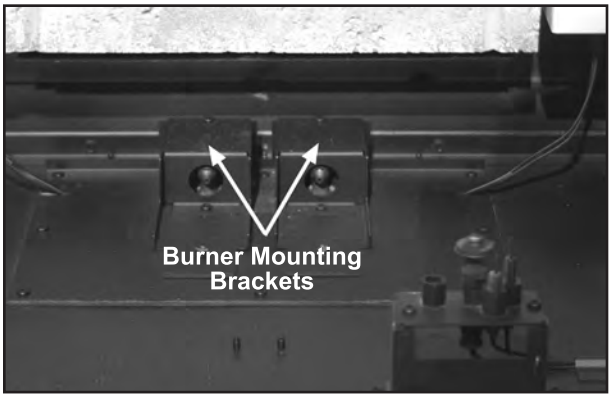

Figure 16: Burner Mounting Brackets.
2. In the bottom rear of the firebox there are two (2) gas orifices in a housing that facilitate the air shutter mechanisms and the Burner Mounting Brackets are above them (See Figure 16). There are two (2) mixing tubes underneath the back of the burner (see Figure 15). Lift the burner into the firebox with the back of the burner tilted downward. Keep the burner high enough at the front to clear the pilot assembly. Line up the mixing tubes with the holes in the burner mounting brackets and slowly lower the front of the burner over the pilot assembly (see Figure 17).
1. In the bottom rear of the firebox there are two (2) gas orifices in a housing that facilitate the air shutter mechanisms and the Burner Mounting Brackets are above them (See Figure 16). There are two (2) mixing tubes underneath the back of the burner (see Figure 33). Lift the burner into the firebox with the back of the burner tilted downward. Keep the burner high enough at the front to clear the pilot assembly. Line up the mixing tubes with the holes in the burner mounting brackets and slowly lower the front of the burner over the pilot assembly (see Figure 34).